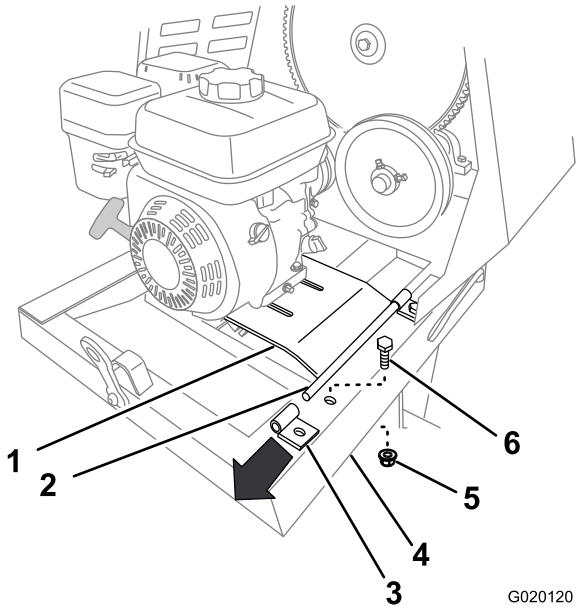

Figure 60
7. Remove the bolt and nut that secure the rear bracket for the engine deck hinge to the frame of the machine (Figure 60).
8. Lift up on the rear edge of the engine deck and remove the hinge bracket (Figure 60).
6. Secure the rear bracket to the frame of the machine using the bolt and nut (Figure 60) removed in step 7 of Removing the Engine (page 34).